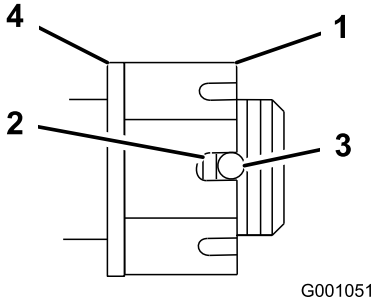

Figuur 51
4. Draai de gleufmoer aan met een torsie van 170 Nm (Figuur 51).
5. Controleer de afstand van de onderkant van de sleuf in de moer tot de binnenrand van de opening. Er mogen maximaal twee schroefdraden zichtbaar zijn (Figuur 51).
7. Draai de gleufmoer aan met een torsie van 170 Nm (Figuur 51).
8. Draai de moer aan totdat de volgende serie gleuven recht tegenover de opening in de as staan (Figuur 51).